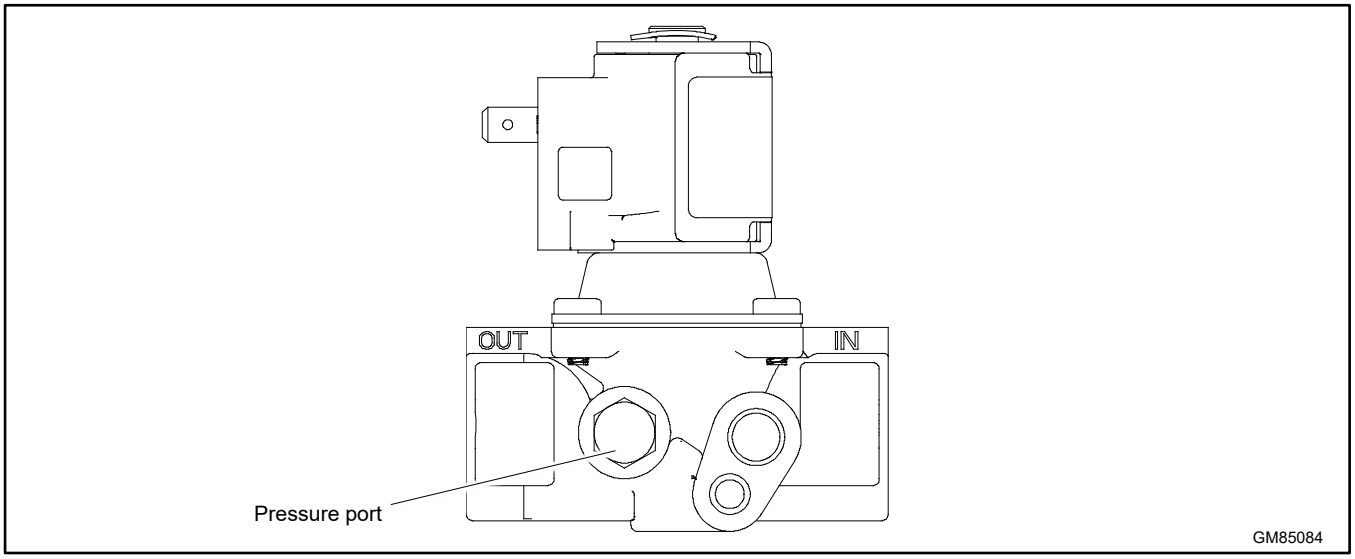

Figure 87 Pressure Port in Fuel Solenoid Valve 14/20RCA(L) Models
Use a gauge or manometer to check the fuel pressure at the fuel solenoid valve. See the Fuel Regulator, 26RCA(L) Model figure for the location of the fuel pressure port on 26RCA(L) models. See Figure 87. Measure the fuel pressure with the generator set running at rated load. Contact the fuel supplier if the inlet pressure is not within the range shown in Figure 88.